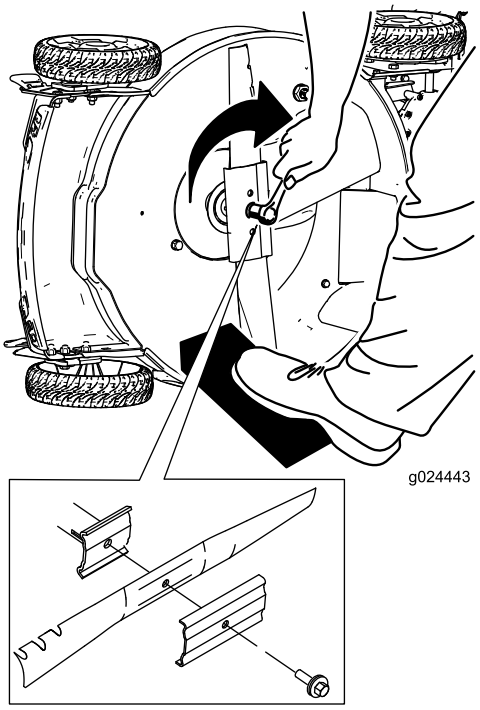

Bild 26
5. Drehen Sie die Messerschraube nach rechts, um das Messer zu montieren (Bild 26).